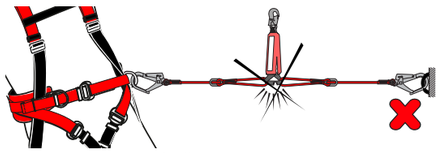

Рис. 6 Неправильное использование двуплечевого стропа
9. При использовании двуплечевого стропа один карабин присоединять к анкерной точке, а второй к страховочной привязи (рис. 6).